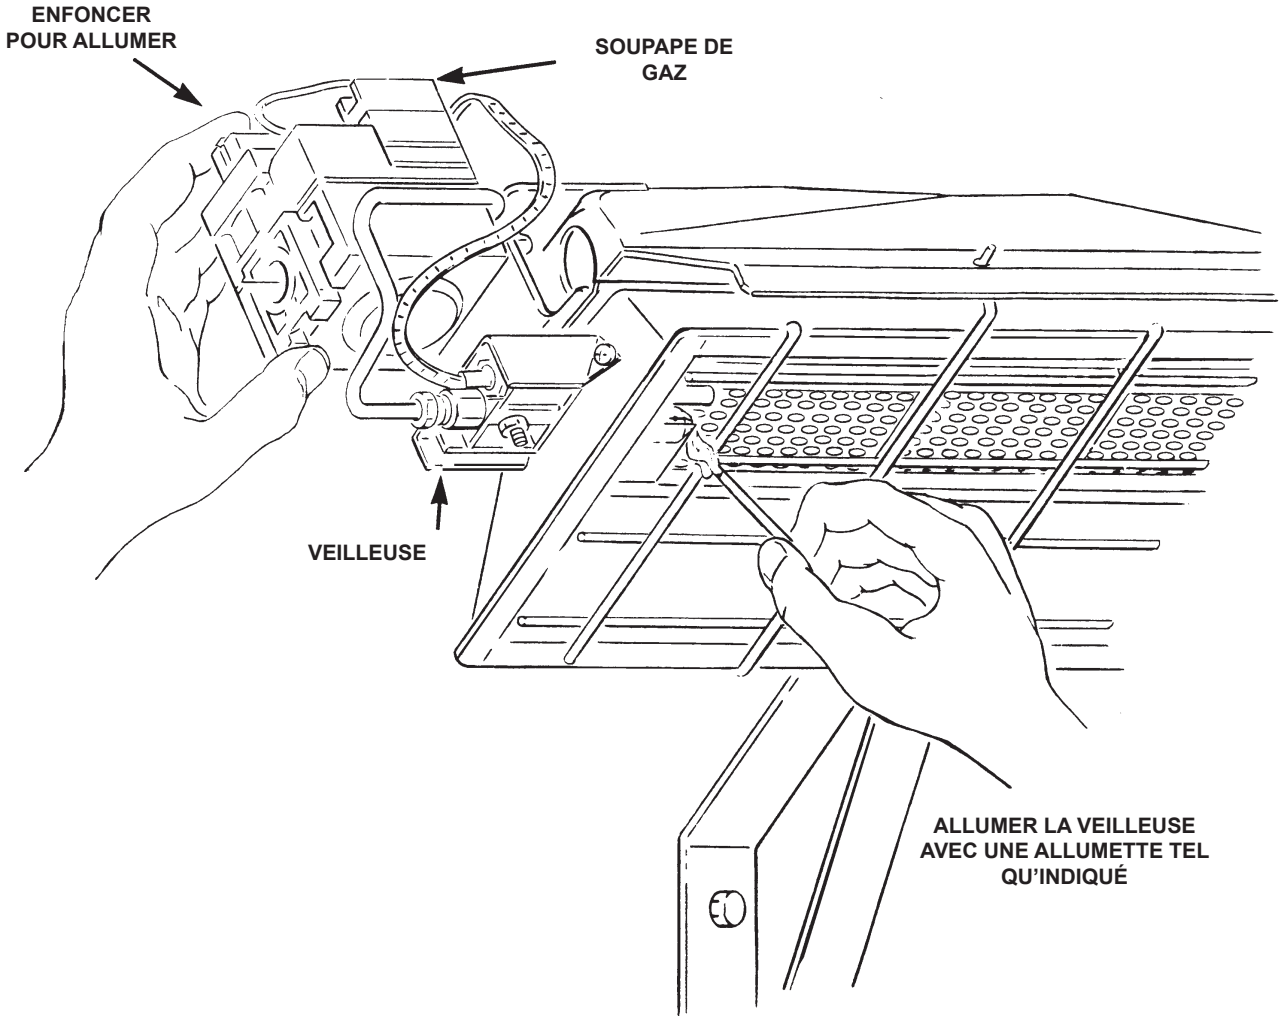

Figure 10. Allumage de la veilleuse
F. Enfoncez le bouton de commande manuelle de gaz. Avec une allumette, allumez la veilleuse. Voir la figure 10. Tenez le bouton enfoncé pendant environ 30 secondes pour permettre à l'air présent dans les conduites de gaz de se rendre à la veilleuse et, une fois la veilleuse allumée, pour permettre au thermocouple de se réchauffer suffisamment pour ouvrir la soupape de sécurité.